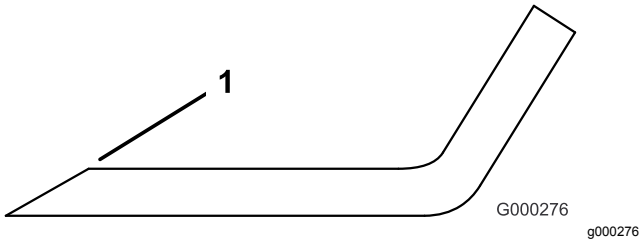

Figur 26
3. Kontrollera samtliga knivseggar och vässa dem om de är slöa eller har fått hack (Figur 26).
Obs: Slipa endast knivseggens översta del och behåll den ursprungliga skärvinkeln för bästa skärpa (Figur 26). Kniven förblir balanserad om lika mycket metall avlägsnas från båda eggarna.